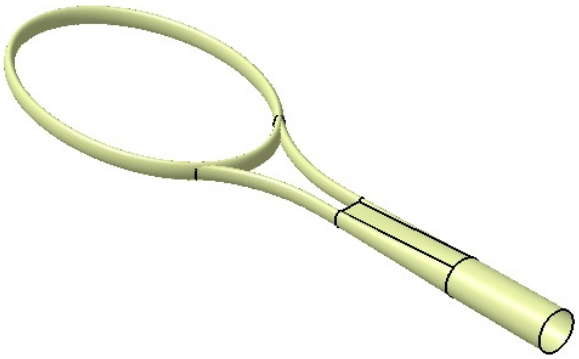

Figure 10-89 *The model after creating the blended surface*
7. Choose the **OK** button from the **Blend Definition** dialog box. The model with the blended surface is displayed, as shown in Figure 10-89.